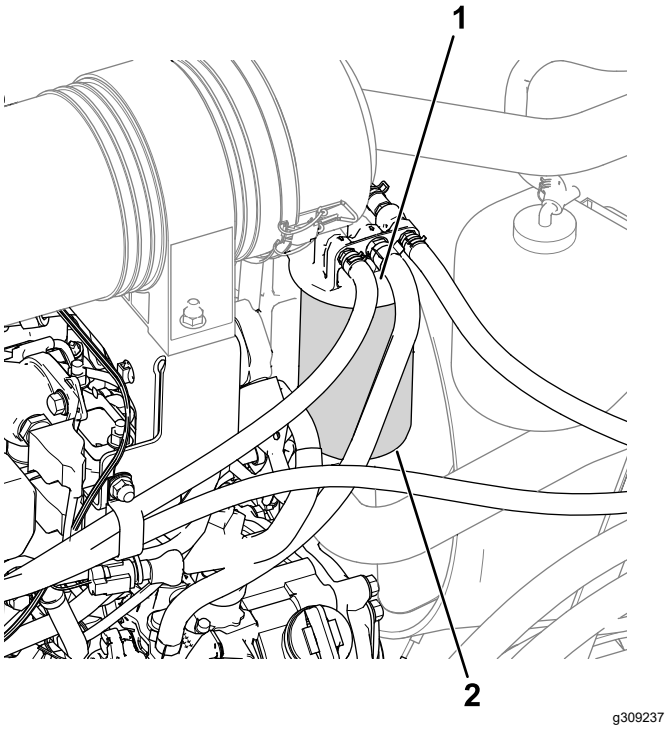

Figur 56
1. Rengør området omkring brændstoffilterhovedet (Figur 56).
2. Afmonter filteret, og rengør filterhovedets monteringsflade (Figur 56).